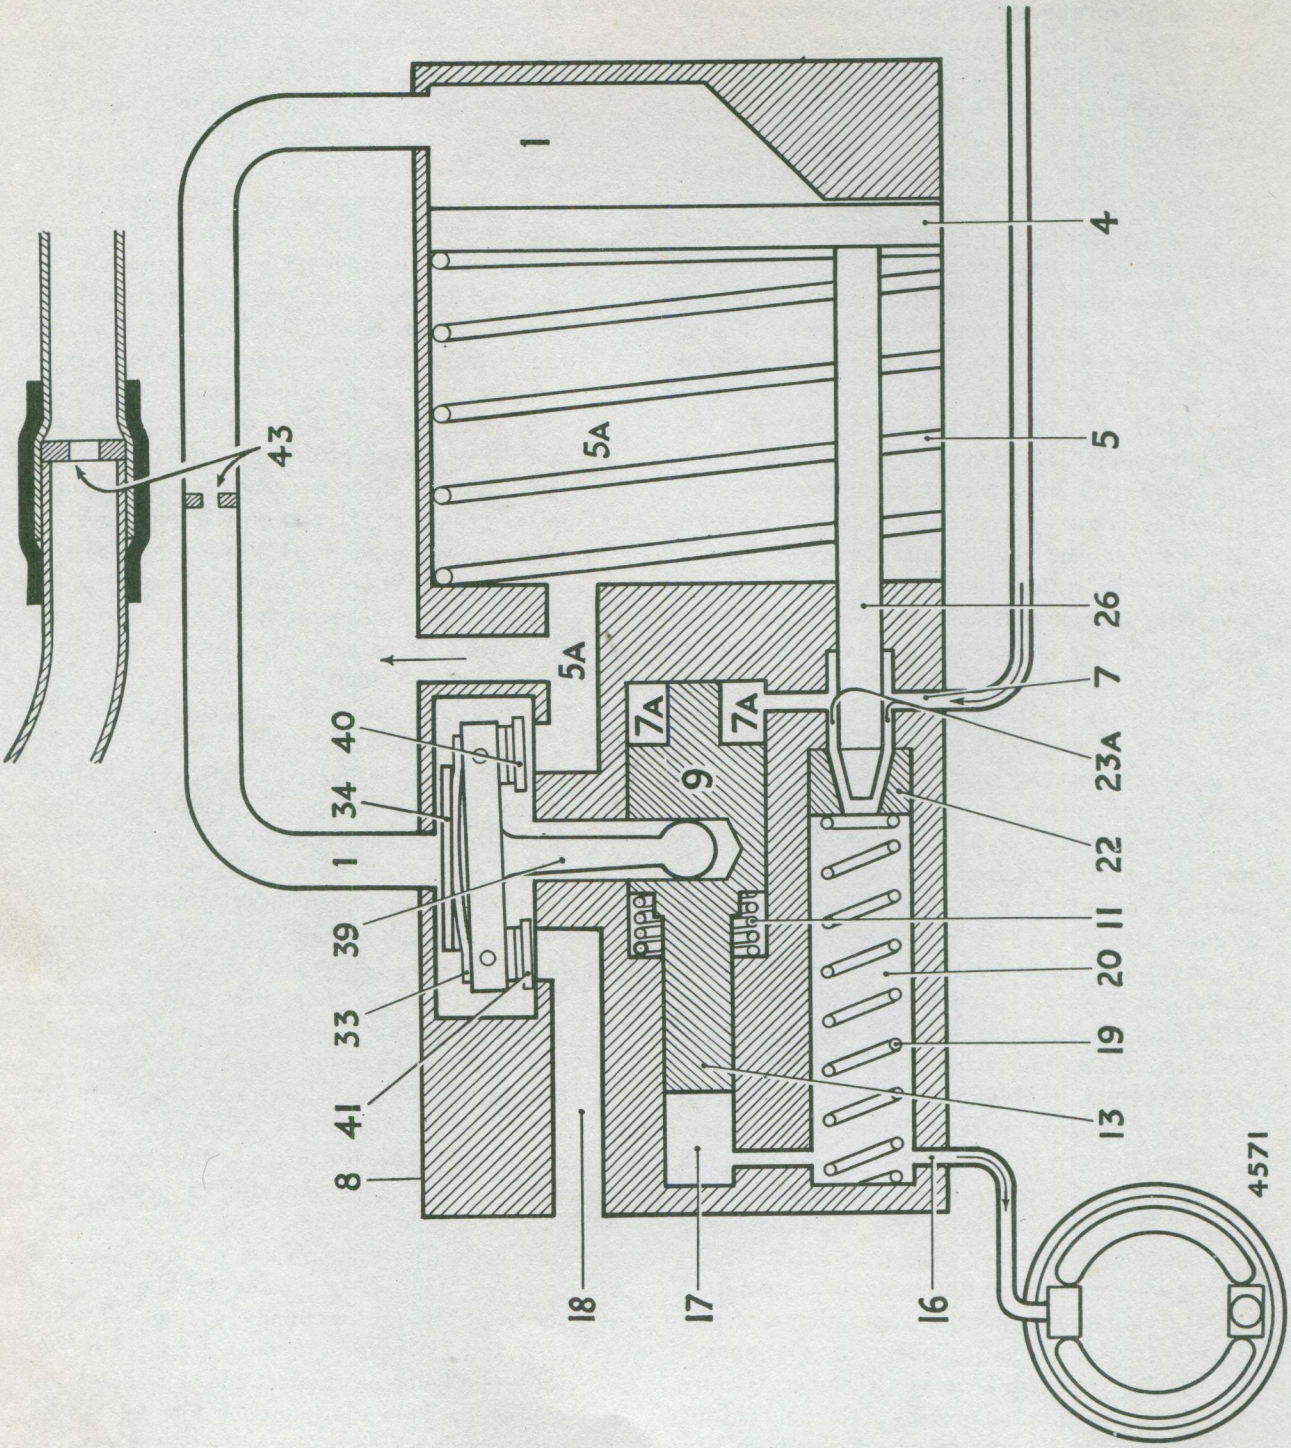

Fig. 13. *Servo operation—Explanatory diagram*
11. The increase of pressure obtained with valve (41) being open, remains until the pressure in chamber (17) on piston area (13) is greater than the pressure in chamber (7A) on control piston area (9); the higher pressure side (13) will then move the lever (39) to return the valve (41) on to the seat of the body. The valves (40) and (41) are both closed as described in paragraph 7.
12. The valve positions are closed. The servo effect is not the same as the closed position in paragraph 7. In all cavities (1) and back of servo piston (4) atmosphere remains, and the depression is in cavities (5A) and front of servo piston (4). In the hydraulic system, pedal pressure remaining constant, the higher pressure at (17) which closed valve (41) against the lower pressure on operating piston (9), remains static, so giving a constant line pressure to the wheel cylinder. This line pressure is determined by the effort on the pedal which commenced the movement to open the valve (41). Assistance is only obtained when the valve (41) is open. The stoppage of atmosphere when valve (41) closes retains the vacuum servo piston (4) with pressure on one side and depression on the other.
13. Increase of pedal effort will raise the low pressure side of the hydraulic system, at the same time giving slight assistance to the high pressure side, i.e. on piston area (22). When the pressure increase on control valve piston (9) is sufficient again to move valve rocking lever (39) and open valve (41), assistance is increased to the high pressure hydraulic system and so to the wheel cylinders. When the control piston (9) is at the extremity of its travel, it contacts a Belleville washer (12) fixed between the return spring (11) and the body (8). On piston rod (26) attached to vacuum servo piston (4) is a washer (42) which prevents tilting or damage should the servo reach the end of its travel due to insufficient adjustment of shoes, etc. At any time effort is added by the pedal, i.e. after the maximum obtained from the servo has been reached, it will be increased in the wheel cylinder hydraulic system from the lower pressure side on the piston area (22).
14. The diagram (Fig. 13) illustrates valve control piston in off position, (41) valve closed, (40) open, and return to single hydraulic system. Releasing the effort applied at the pedal results in operating valve piston (9) having a pressure drop below the effort on valve piston (13) which allows the valve rocker lever (39) to move and close valve (41) and open (40). Atmospheric pressure is immediately cut off and equal vacuum results each side of the servo piston (4). The hydraulic servo piston (22) is assisted in its return by spring (19) and vacuum piston spring (5). The piston (22) is held at the correct off position by spacer (23).
15. Into the tubing connecting the pipe from the valve chamber (1) to the back of vacuum servo piston (4) and servo chamber (1) is inserted a restriction washer (43). In the event of a sudden fast application of the brake pedal this restrictor prevents an inrush of atmospheric pressure surging the hydraulic output line. It in no way delays the action, which remains in direct proportion to the pedal speed. It prevents the servo piston (4) receiving a shock impulse.